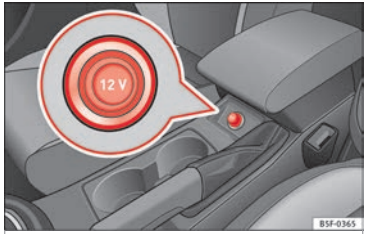

Fig. 157 Consola central: toma de corriente de 12 voltios delantera/trasera.
– Extraiga el conector situado en la consola central de la toma de corriente ››› **fig. 157**.